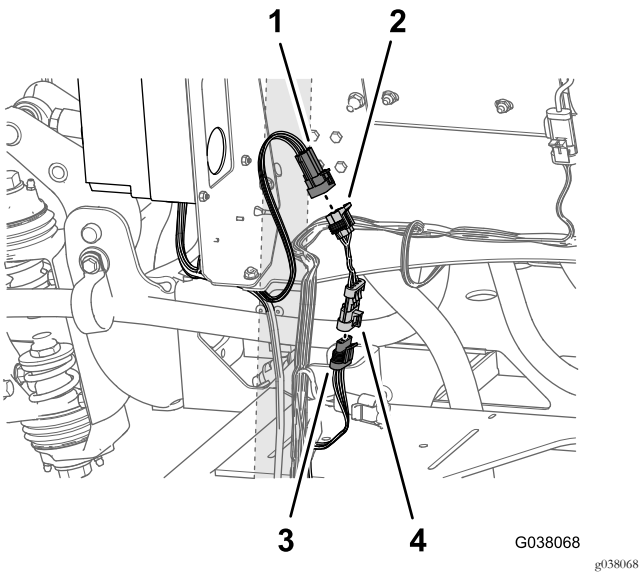

Figura 119
2. Conecte el conector de 4 pines del arnés puente en el conector hembra de 4 vías del arnés de cables trasero, marcado HOSE REEL (Figura 119).
3. En la parte trasera de la caja de control de la pistola de fumigación o del carrete de manguera eléctrico, localice el conector de 6 pines (Figura 119) marcado RATE SWITCH INTERCONNECT (OPTIONAL SPRAY GUN).
4. Conecte el conector de 6 pines (interconexión del interruptor de caudal) en el conector hembra de 6 vías del arnés puente (Figura 119).